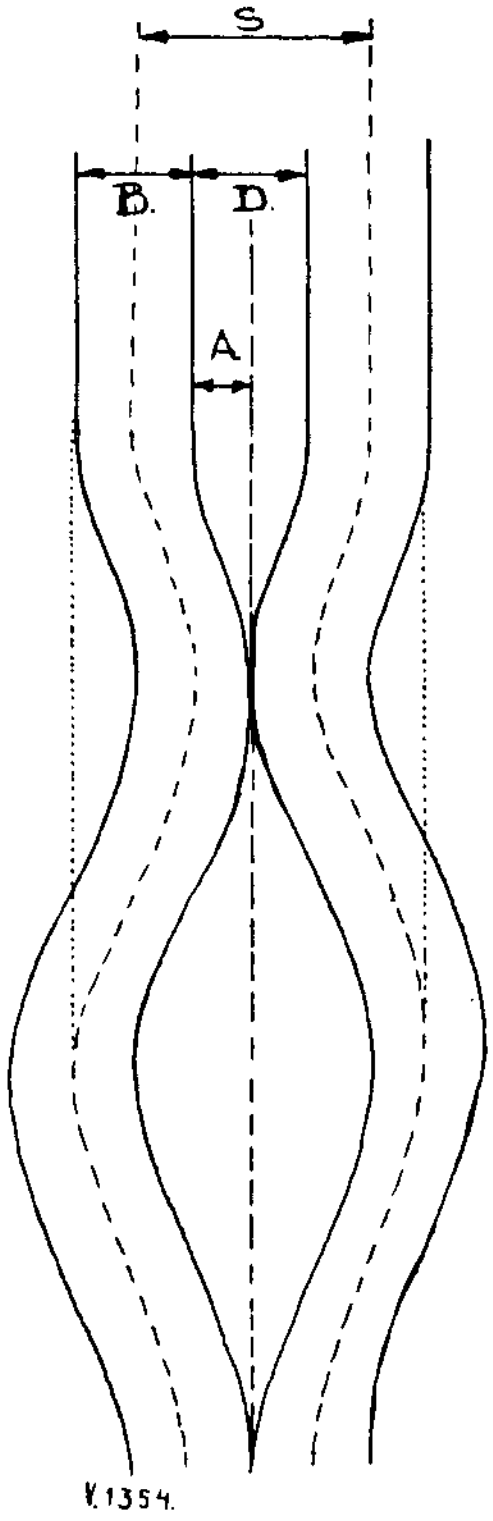

Fig. 4
3. De energie, welke nodig zou zijn, om een snijnaald met een uitwijkings-amplitude A = 50 μ met een frequentie van bijv. 5 kHz in een plaat heen en weer te bewegen, is ontoelaatbaar groot. (zie fig. 4).